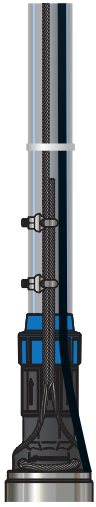

Рисунок 11
6. Закрепите электрокабель на напорной магистрали пластиковыми хомутами с интервалом 2-3 метра с небольшим провисанием (рисунок 11).